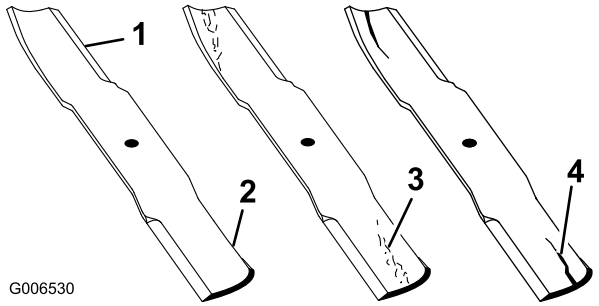

Figur 49
1. Kontrollera eggarna (Figur 49).
2. Kontrollera knivarna, särskilt den böjda delen (Figur 49).
Obs: Montera omedelbart en ny kniv om du upptäcker skador, slitage eller om ett spår har bildats i detta område (del 3 i Figur 49).